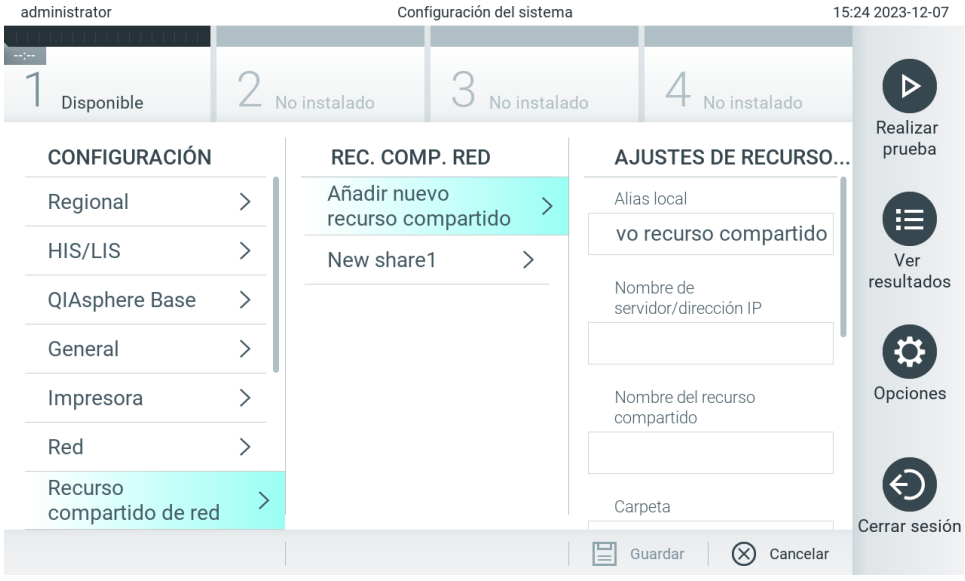

Figura 68. Adición de un recurso compartido de red.
3. Pulse **Add new share** (Añadir nuevo recurso compartido) (figura 68).